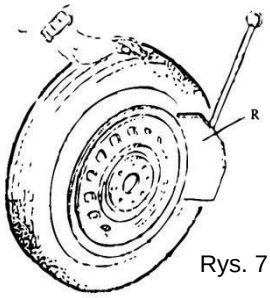

Rys. 7
- Otwórz ramię pchające ręcznie, popychając je na zewnątrz, a następnie umieść koło na gumowym buforze. Umieść czerpak w miejscu zgrubienia 10 mm od krawędzi obręczy jak Rys. 7 pokazuje.